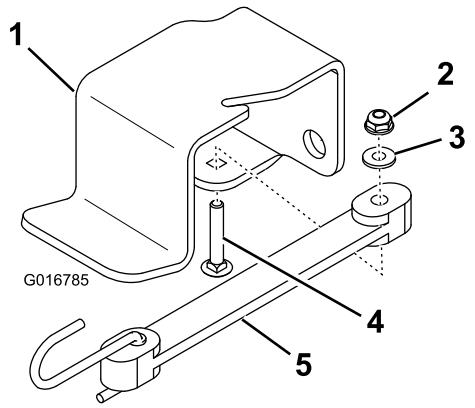

Figure 4
1. Secure the bungee to the jack support bracket with a carriage bolt, a flat washer, and a hex-flange nut (Figure 4).